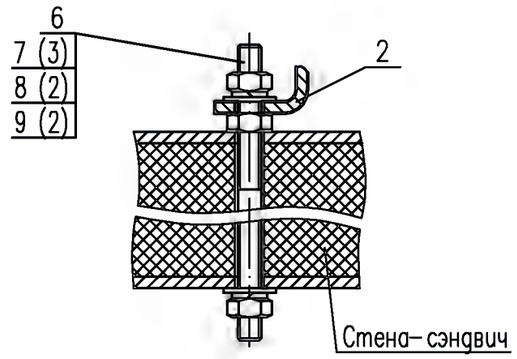

Рис. 6
– по рис. 6 в кирпичной стене выполнить 4 отв. ⌀6мм.